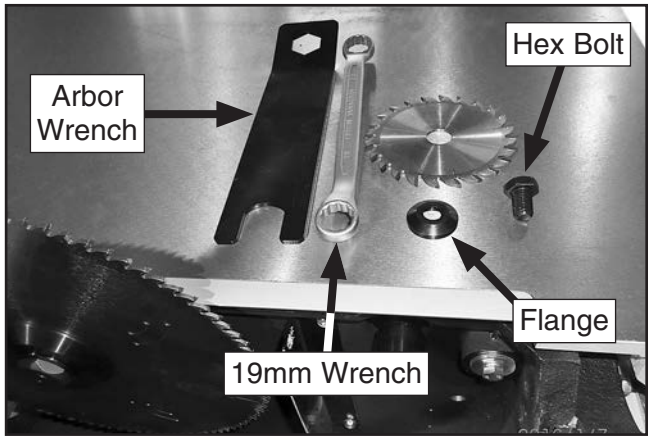

Figure 93. Scoring blade, flange, arbor hex bolt, 19mm wrench, and arbor wrench.
7. Use 19mm wrench to unthread arbor hex bolt counterclockwise (left-hand threads), and remove arbor hex bolt, flange, and blade (see **Figure 93**).